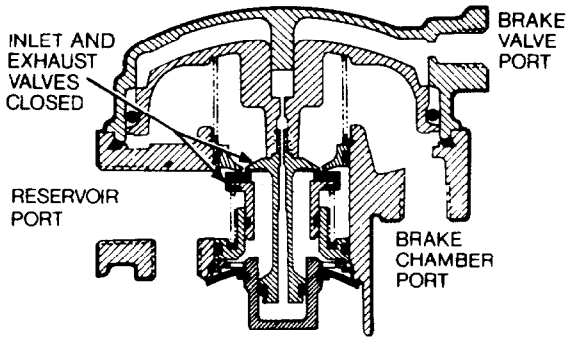

Figure 15 — Service Brake Relay Valve — Balanced Position
36. As compressed air builds up in the brake chambers, the pressure builds up on the underside of the piston, moving the piston upwards allowing the inlet/exhaust valve to contact the inlet seat in the body. The valve is in a balanced state with the inlet and exhaust seats closed. In this condition, the valve has delivered compressed air corresponding to the drivers application of the brake pedal (see Fig. 15).